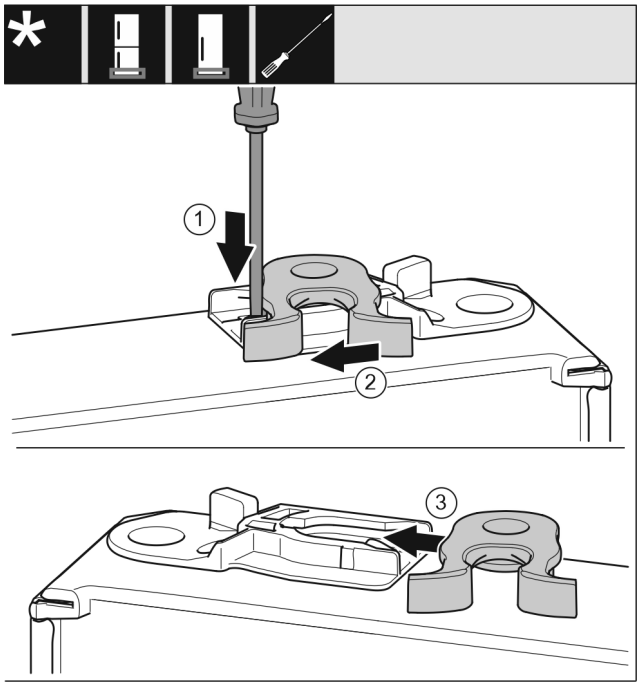

Fig. 19
▶ Use a slotted screwdriver to push the tab *Fig. 19 (1)* downwards.
▶ Pull the closing hook *Fig. 19 (2)* out of the guide.
▶ Insert the closing hook *Fig. 19 (3)* into the guide on the other side.